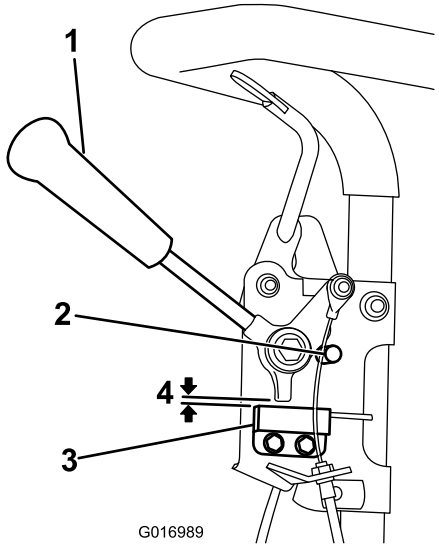

Figur 33
1. Påse at motoren er av og trekkspaken er frakoblet og hvilet mot fri-stopp (Figur 33).
2. Løsne monteringsfestene til sperrebryterne (Figur 33).
3. Plasser et 0,08 cm tykt mellomledd mellom trekkspaken og sperrebryteren (Figur 33).